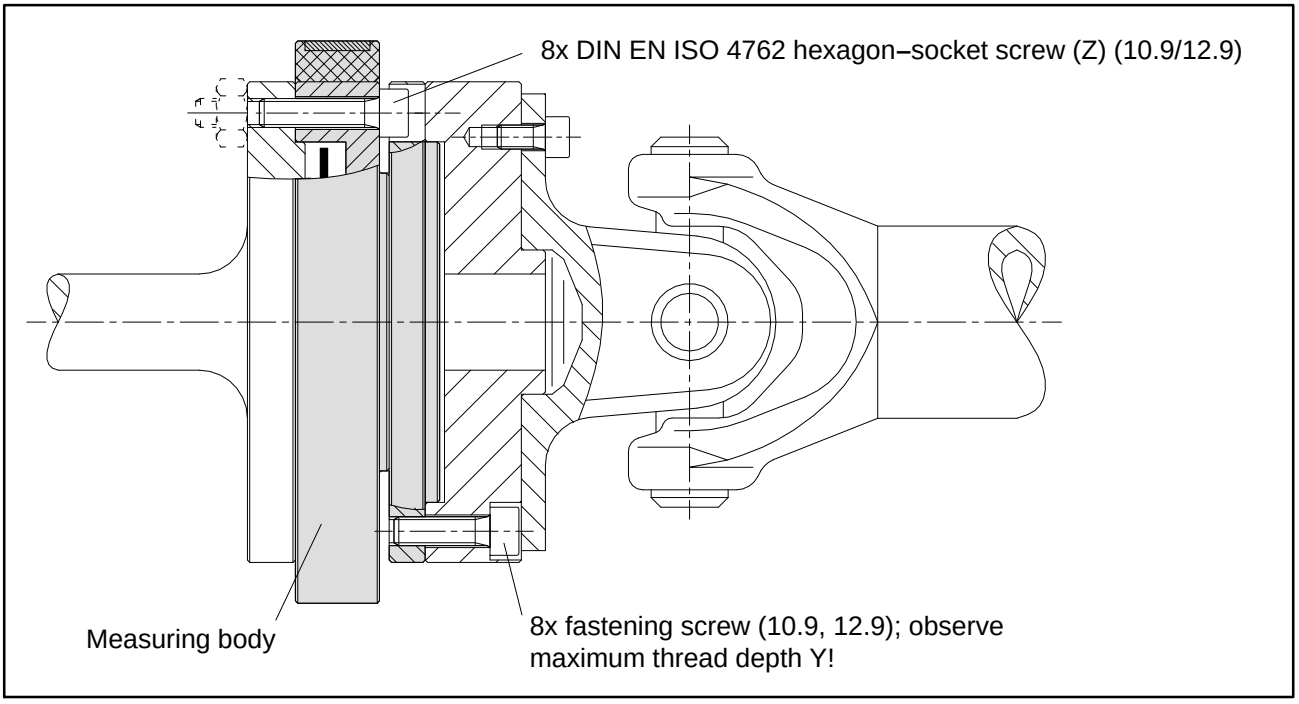

Fig. 4.3: Rotor screwed connection
The screw heads (Z), see Fig. 4.3, must not fit tight to the adapter flange.